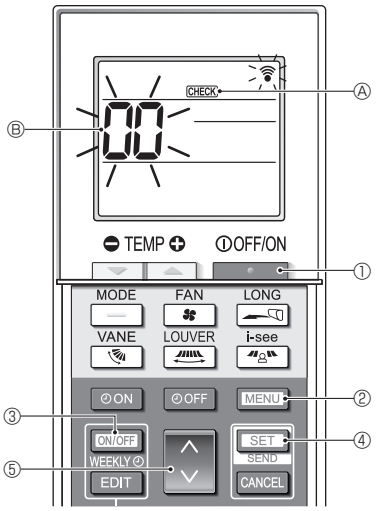

Fig. 7-6
7.3.2. Wireless remote controller (Fig. 7-6)
■ **Self-check (Fig. 7-6)**
1. Press the [ ] button ① to stop the air conditioner.
- If the weekly timer is enabled (WEEKLY is on), press the [ON/OFF WEEKLY] button ③ to disable it (WEEKLY is off).
2. Press the [MENU] button ② for 5 seconds.
3. Press the [▲▼] button ⑤ to select the refrigerant address (M-NET address) Ⓑ of the indoor unit for which you want to perform the self-check.
4. Press the [SET] button ④.
5. Press the [ ] button ①.